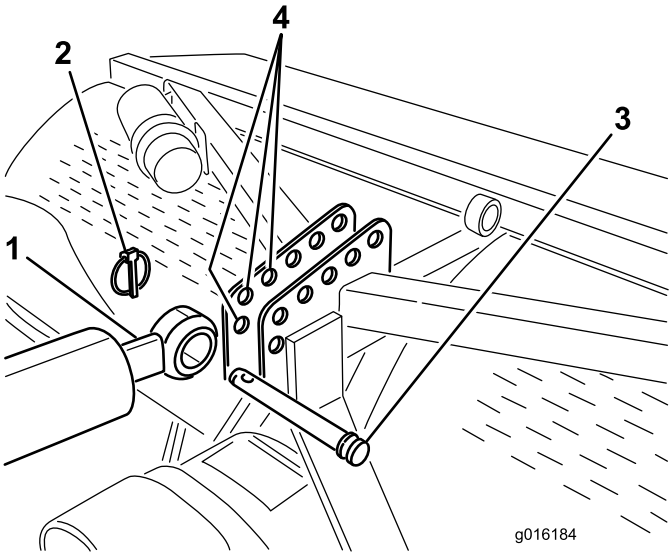
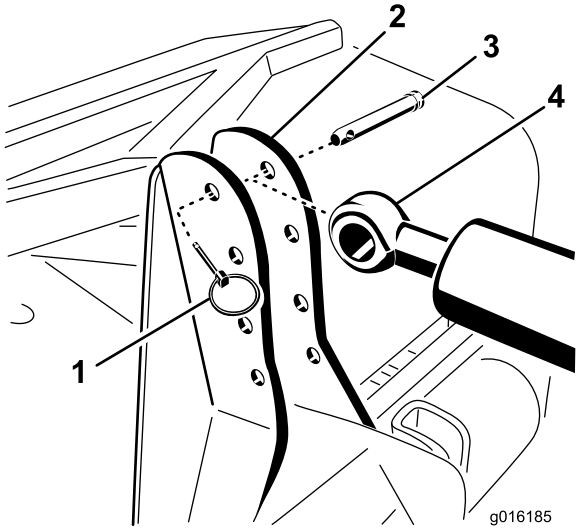
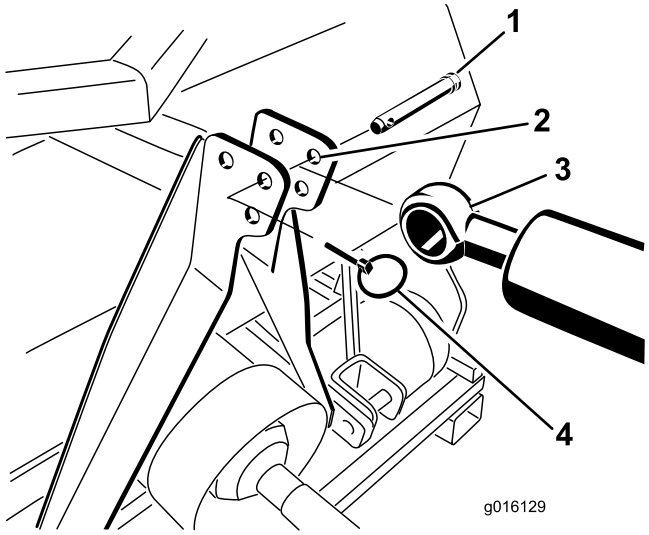

**Figur 6**
**Figur 7**
**Figur 8**
7. Sätt fast stavänden på den hydrauliska topplänken i det främsta hålet på luftarens fäste med en länkpinne och en hjulsprint (Figur 6, Figur 7 eller Figur 8).